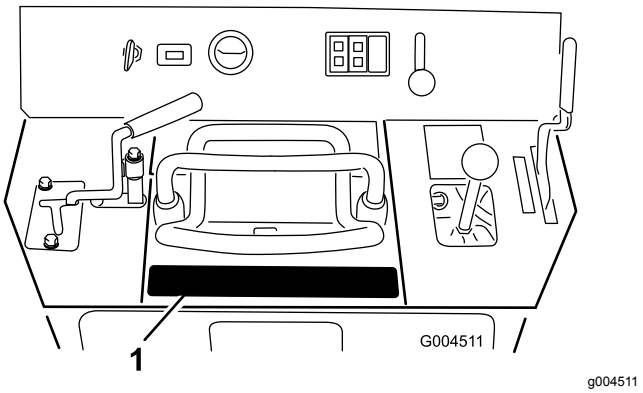

Rysunek 7
1. Oczyść obszar za elementami sterującymi, aby nie znajdował się na nim brud ani smar (Rysunek 7).
2. Usuń warstwę zabezpieczającą z etykiety i naklej etykietę w miejscu pokazanym na Rysunek 7.